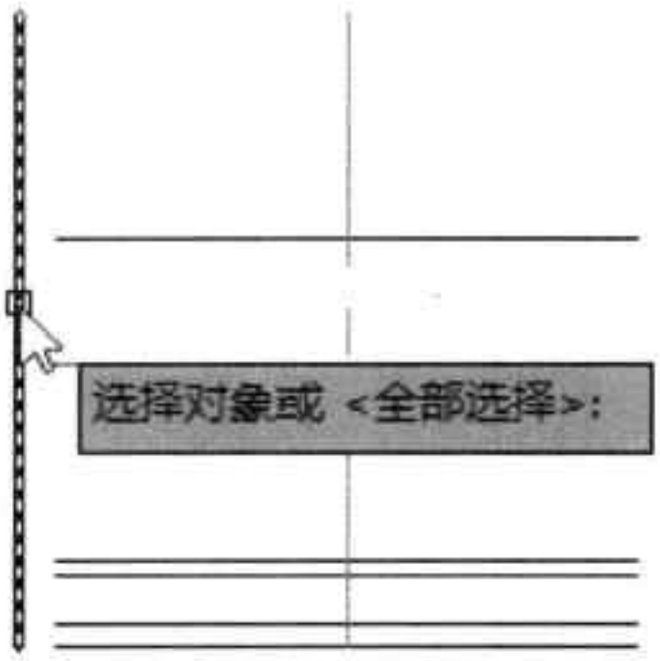

图21-58 选择延伸边界
Step 17 根据命令行的提示，选择偏移后的垂线为延伸边界，如图 21-58 所示。